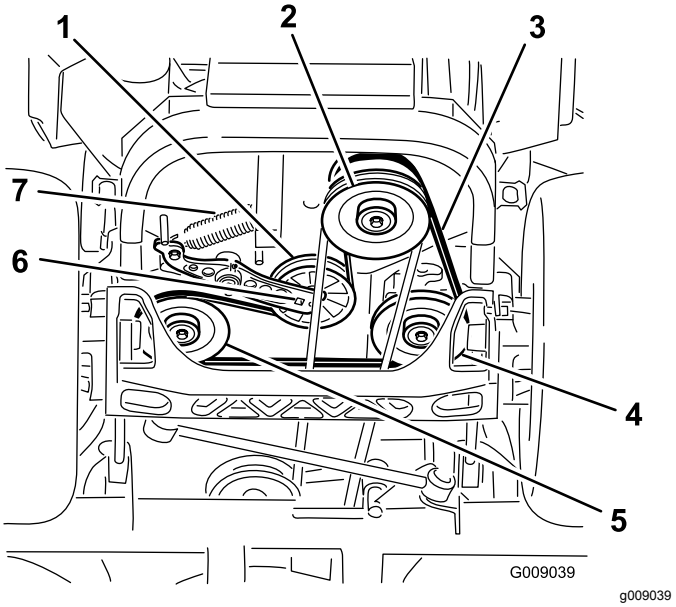

Figur 86
4. Løft opp maskinen og støtt den med jekkstøtter (Figur 86).
5. Bruk en skralle i det firkantede hullet i lederullarmen for å fjerne blindfjæren (Figur 86).
6. Hekt fjæren av rammen (Figur 86).
9. Bruk en skralle i det firkantede hullet i lederullarmen for å montere ledefjæren til rammen (Figur 86).